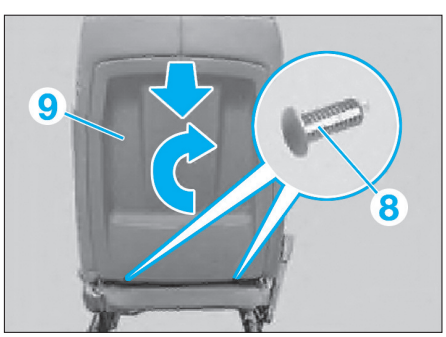

Fig. 16
• Dégrafer les clips (8) avec une pince coupante diagonale **(Fig.16)**.
• Déposer la garniture arrière (9) par un mouvement de rotation vers le bas.